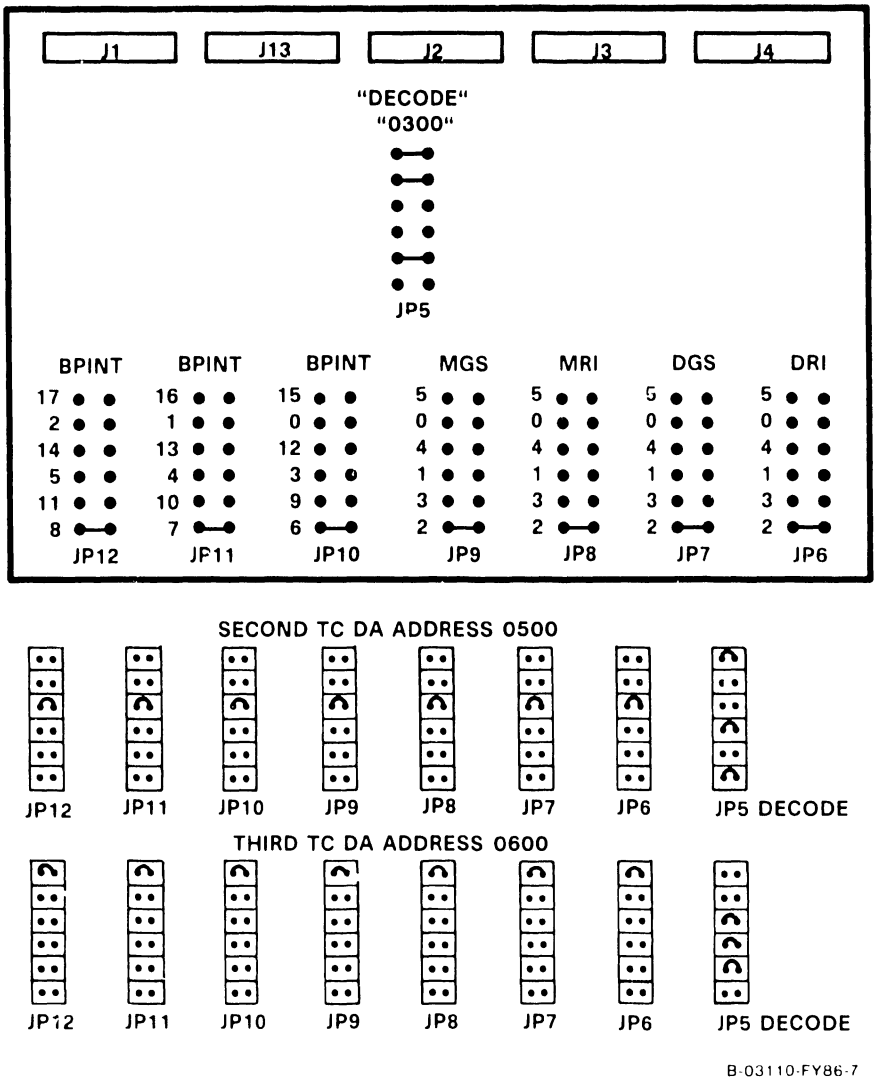
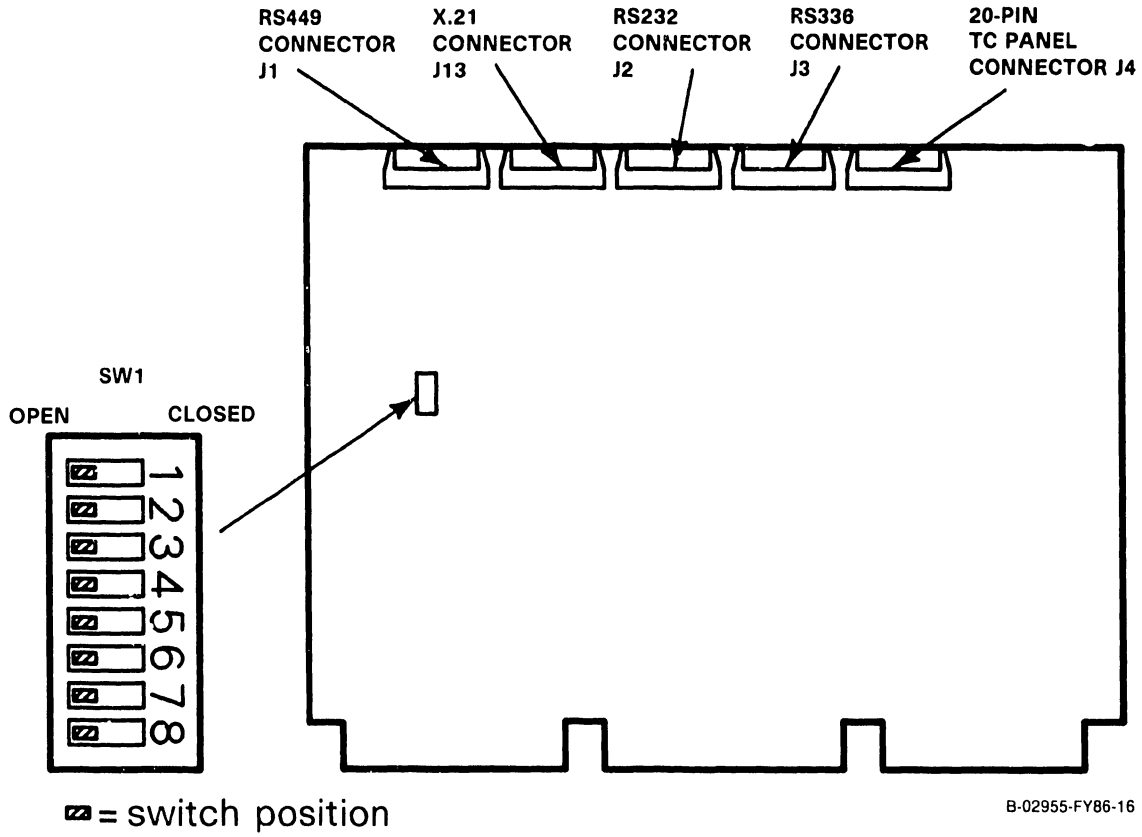

Figure 7-15. TC DA 1-Port Board (210-9337) Jumper Locations/Positions
Figure 7-16. TC DA 1-Port Board (210-9337) Switch Settings/Location
3) After checking jumper locations/positions (figure 7-15) and switch settings (table 7-6, figure 7-16) install the new TC DA 1-Port board.
The TC DA 1-Port switch SW1 is the mode select switch. Normal operation requires all switches to be in the Off (open) position unless the X.21 Interface Option is installed. Refer to table 7-6 for switch definitions and figure 7-16 for switch location.